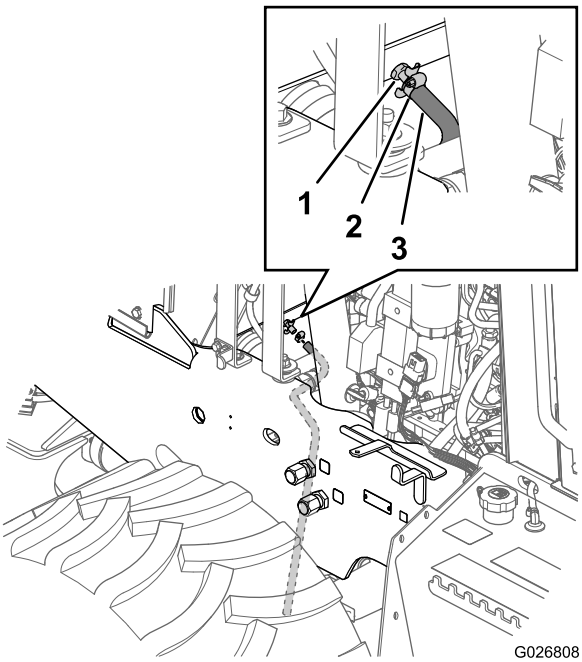
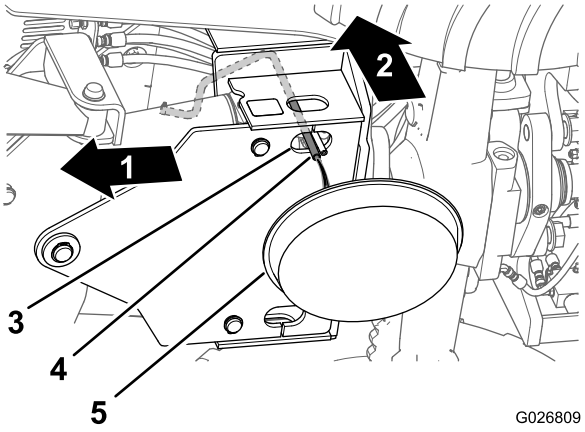
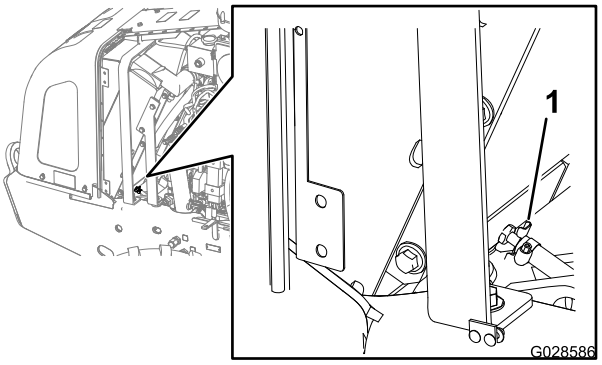

Figura 98
Figura 99
Figura 100
4. Inserite un tubo flessibile resistente al refrigerante di 3/8 x 30 poll. sopra all'uscita per la valvola di spurgo nel radiatore (Figura 98).
5. Fissate il flessibile alla valvola di spurgo con una fascetta stringitubo (Figura 98).
6. Disponete il flessibile in basso e attraverso il foro nella piastra di montaggio inferiore per la lama livellatrice (Figura 99).
7. Posizionate una bacinella di spurgo con una capacità minima di 23 litri sotto l'estremità aperta del tubo di spurgo (Figura 99).
9. Chiudete la valvola di spurgo (Figura 100).
10. Rimuovete il tubo di spurgo e la fascetta (Figura 98 e Figura 99).
A. Accertatevi che il refrigerante sia completamente defluito dal radiatore e che la valvola di spurgo sia chiusa (Figura 100).
D. Aprite la valvola di spurgo e fate defluire la soluzione detergente in una bacinella (Figura 98 e Figura 100).
E. Chiudete la valvola di spurgo (Figura 100).
C. Aprite la valvola di spurgo (Figura 100) e fate defluire l'acqua in una bacinella.